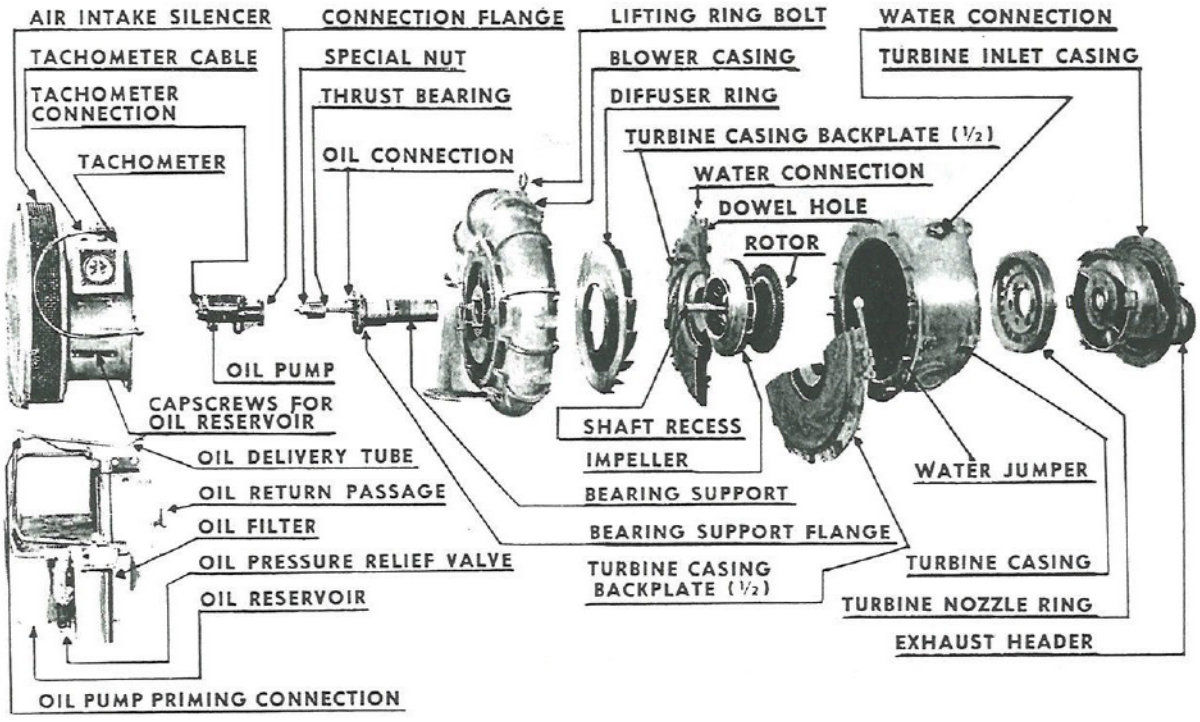

Fig. 169. Parts of Turbocharger
234. BEARING INSPECTION. **a.** In Fig. 169 the BF-34 Turbocharger is shown disassembled. For the purpose of inspecting the bearings, however, the turbocharger need not be removed from the engine. The oil reservoir should be drained to facilitate handling. On the front of the silencer a lubricating oil tube cover is secured by capscrews. Remove this cover and disconnect the oil delivery line. Disconnect the tachometer cable from the fitting on the top of the tachometer gauge. Remove the water line from the lubricating oil tank connecting flanges. Two men should support the silencer and oil reservoir with their hands and then remove the stud nuts that secure the silencer casing to the blower casing. Pull the silencer and oil reservoir out straight to prevent it from resting on the oil pump, and place on the deck.
b. Remove the tachometer cable from the oil pump. On the top edge of the bearing support a special lubrication fitting is located. Unscrew and turn this connection to a vertical position as shown in Fig. 169. Remove the screws securing the pump flange to the bearing support. Pull pump out straight until the coupling is clear, then tilt pump upward to clear the special oil connection.
b. In Fig. 169 a lifting ring bolt is shown. Pass a sling through this ring and attach to hoisting gear, putting a slight strain on to hold the unit. Next remove the bolts connecting the flanges of the turbocharger to the exhaust and inlet manifolds of the engine. Also remove other bolts securing unit to engine. Remove enough of the exhaust manifold cover so that the exhaust headers can be disconnected. On the six-cylinder engine there are two, and in the eight-cylinder engine, four. When all the bolts and connections to the engine are removed, lift turbocharger by the hoisting gear away from the engine and lower onto the deck, taking care that this is done gently.